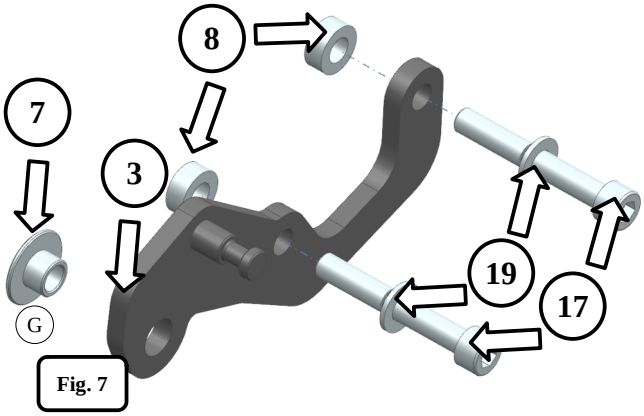

Fig. 7
ENG **7.** Mount the bracket **(3)** with spacers **(8)** using **M10** screws **(17)** with washers **(19) [Fig. 7/8]**.
PL **7.** Zamontować uchwyt **(3)** z tulejkami dystansowymi **(8)** za pomocą śrub **M10 (17)** z podkładkami **(19) [Fig. 7/8].**
DE **7.** Montieren Sie die Halterung **(3)** mit Distanzbuchsen **(8)** mithilfe von **M10**-Schrauben **(17)** und Unterlegscheiben **(19) [Abb. 7/8]**.
ENG **8.** place the bushing **(7)** in the bracket **(3)**. Apply grease to the surfaces of the bushing **(7) [Fig. 7]**. Similarly place the bushing in the left bracket **(2)**.
PL **8.** Umieścić tuleję **(7)** w uchwycie **(3)**. Nałożyć smar na powierzchnie tuleji **(7) [Fig. 7]**. Analogicznie umieścić tuleję w lewym uchwycie **(2)**.
DE **8.** Setzen Sie die Buchse **(7)** in die Halterung **(3)** ein. Tragen Sie das Schmiermittel auf die Oberflächen der Buchse **(7)** auf **[Abb. 7]**. Setzen Sie die Buchse in gleicher Weise in die linke Halterung **(2)** ein.